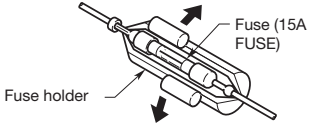

Figure 5
- To replace the fuse, remove the old fuse of the power supply cable and insert the new one. (Figure 5)